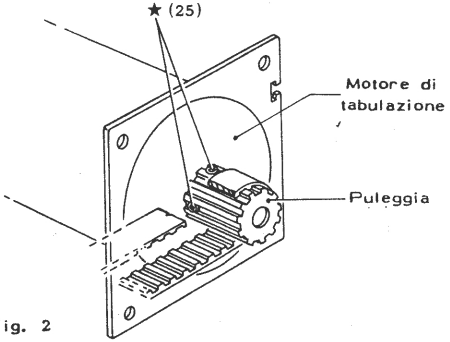

Fig. 2
a) a macchina spenta allentare le viti della puleggia del motore (fig. 2)